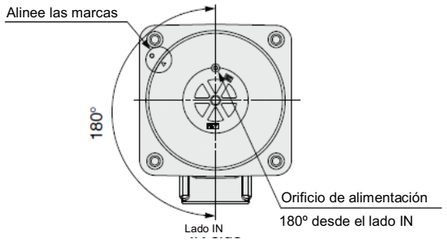

Fig. 3 - Posición de la válvula principal
- Monte la válvula principal (válvula auxiliar) en el cuerpo, conforme a la orientación de montaje mostrada en las figs. 3 y 4.